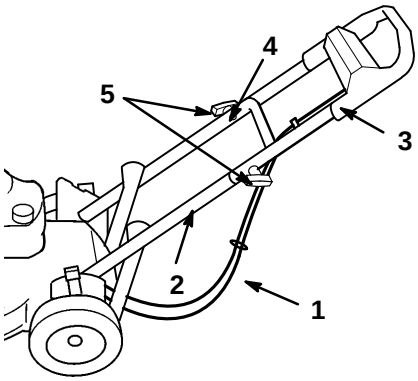

Figura 3
5. Accertatevi che i cavi siano disposti sotto e dietro la stegola inferiore come illustrato in Figura 3.